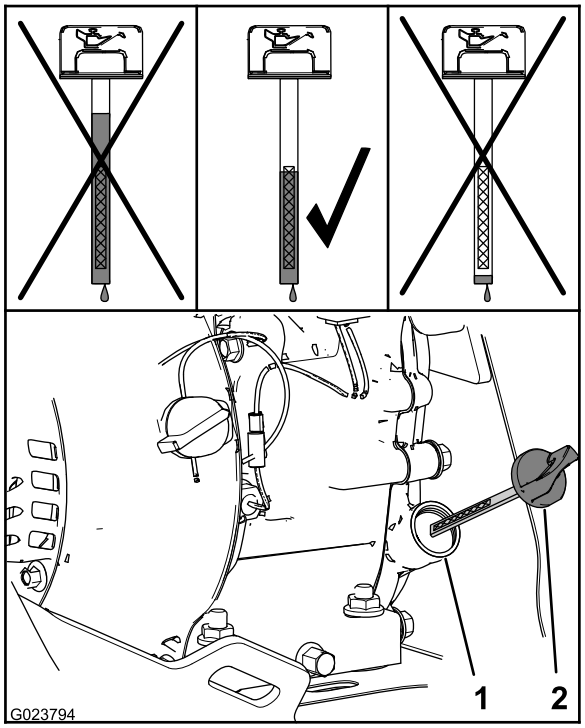

Figuur 25
2. Haal de peilstok eruit en lees het oliepeil af (Figuur 25).
Opmerking: Het oliepeil moet zich rond de bovenkant van het gemerkte deel van de peilstok bevinden (Figuur 25).
A. Giet geschikte olie in de vulopening (Figuur 25).